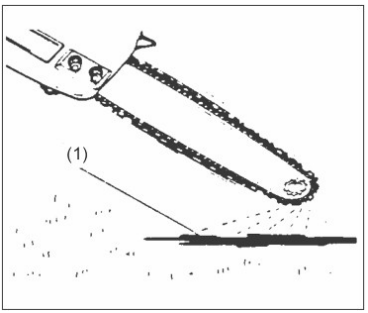

Рис. 8
После запуска двигателя, запустите цепь на средней скорости и просмотрите, чтобы цепное масло (1) распылялось так, как показано на рис.8.